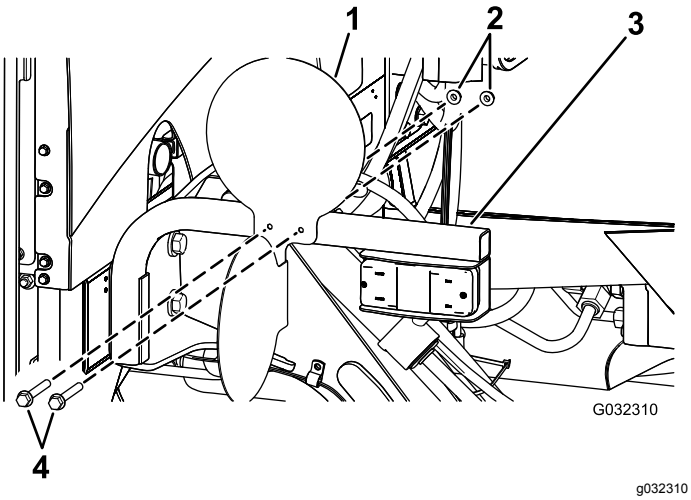

Bild 35
2. Befestigen Sie die Platten mit den vier Sechskantschrauben (1/4" x 2-1/2") und den vier Sicherungsmuttern (1/4") an den Lampenhalterungen, wie in Bild 35 abgebildet.